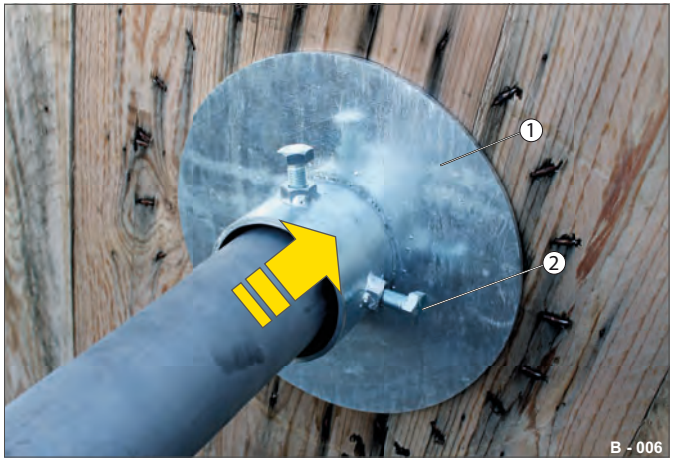

Fig. 8 Fastgørelse af transportakslen
▶ Skyd flangen (Fig. 8 /1) i højre og venstre side på transportakslen.
▶ Skru skruerne (Fig. 8 /2) fast - spænd dem ensartet.